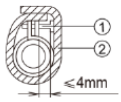

Рис. 4.3.3
(3) Обернуть хомут и шланг изолирующим материалом – см. рис. 4.3.3.
① металлический хомут (аксессуар)
② термоизолирующая муфта (аксессуар)
(4) При объединении нескольких дренажных линий в одну необходимо руководствоваться рисунком 4.3.4.